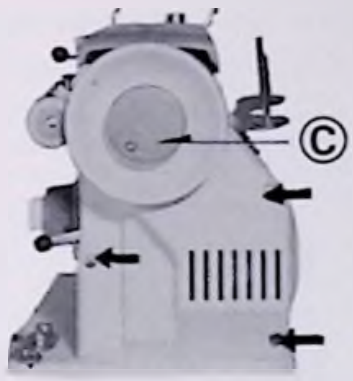
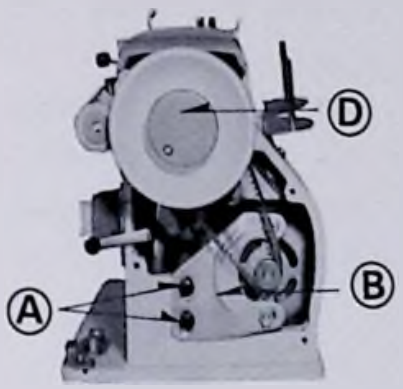

Fig. 53
Fig. 54
(1) Remove three screws holding rear cover (Fig. 53) by tipping it out at the bottom and pivoting around the hand wheel away from the front of the machine.
(2) To adjust "V" belt, loosen screws (A, Fig. 54,) and move bracket B up to loosen belt and down to tighten.
(3) To remove "V" belt:
- (A) Remove top cover.
- (B) Loosen clutch (C, Fig. 53).
- (C) Loosen screws "A" (Fig. 54) and move bracket "B" to its highest position.
- (D) Slip belt off motor pulley and then over hand wheel.
- (E) Replace "V" belt by slipping it over hand wheel and then over motor pulley.
- (F) Adjust as stated under No. 4.